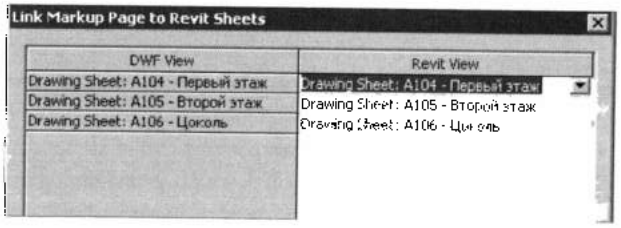

Рис. 30.11. *Перечень листов, возвращенных с пометками*
2. Найти и открыть DWF-файл с пометками. Откроется бокс **Link Markup Page to Revit Sheets** (Связать помеченную страницу с Revit-листом) (рис. 30.11), в котором в графе **DWF View** (DWF-виды) отображаются имена листов, которые имеют пометки в DWF-файле, а в графе **Revit View** – имена этих листов в исходном RVT-файле. Если имя листа в RVT-файле изменяется после публикации этого листа в DWF, в графе **Revit View** отображается *<Not linked>*.